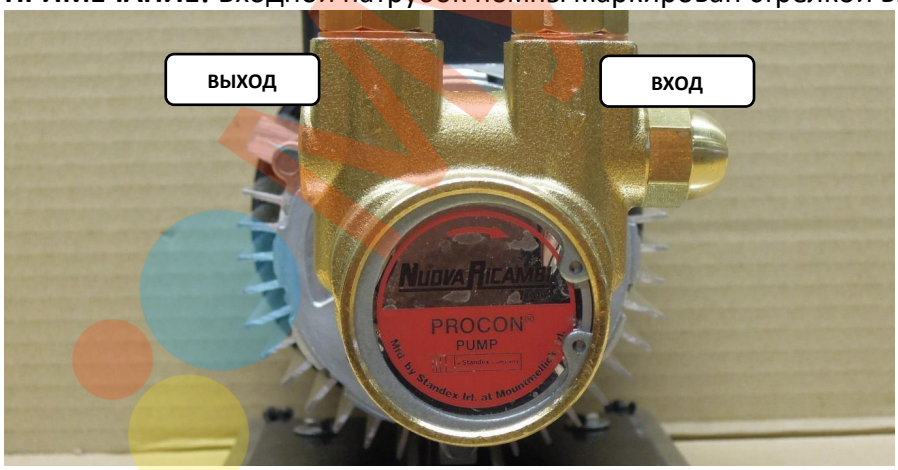

*Рисунок 8. Показана помпа с входным и выходным отверстиями.*
**ПРИМЕЧАНИЕ!** Выходной патрубок помпы маркирован стрелкой вверх, от отверстия (см. рисунок 8).
**ПРИМЕЧАНИЕ!** Входной патрубок помпы маркирован стрелкой вниз, к отверстию (см. рисунок 8).